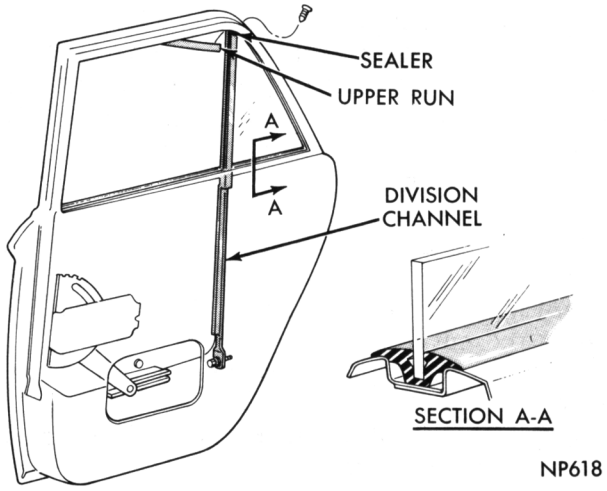

Fig. 28—Rear Door Stationary Glass—Sedan
(1) Remove division channel attaching screws at upper and lower ends (Fig. 28) and remove channel.
(2) Move the glass and weatherstrip assembly forward and out of window opening.
(3) Inspect the weatherstrip.